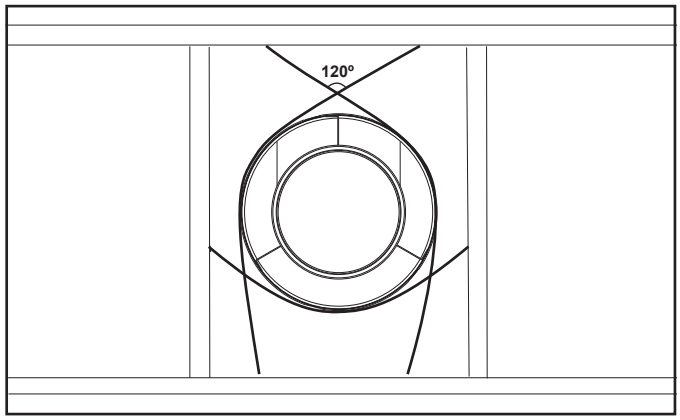

Figure 7.5 Securing Vertical Pipe Sections
- Vent supports or plumbers strap (spaced 120º apart) may be used to support vent sections. See Figures 7.5 and 7.6.